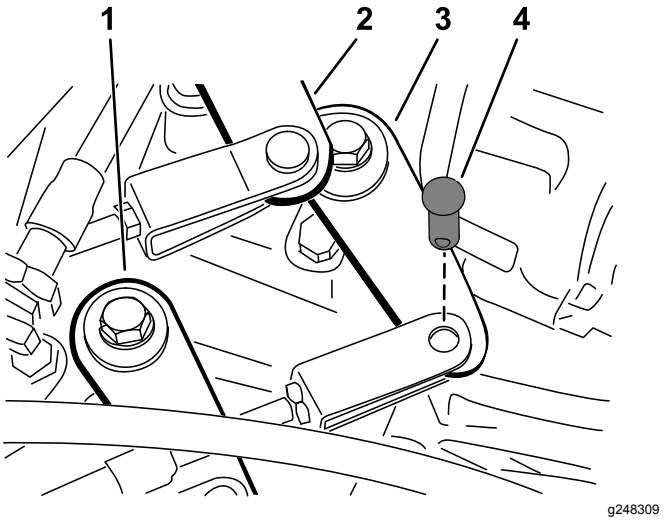

Figur 44
2. Ta bort de sprintbultar som fäster växelvajrarna på växellådans växlingsarmar (Figur 44).
1. Ta bort den sprintbult som fäster hög-/lågväxelvajern vid växellådan (Figur 44).